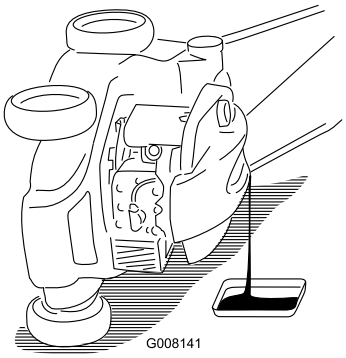

Figur 32
5. Vip plæneklipperen om på dens **venstre** side (med luftfilteret vendende opad), så den brugte olie kan aftappes gennem oliepåfyldningsrøret (Figur 32).